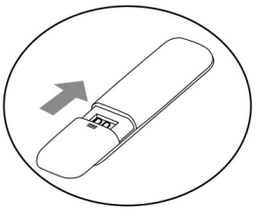

Fig.3
- Reinserire il coperchio nel vano batterie (osservare la direzione della freccia nella fig.3).